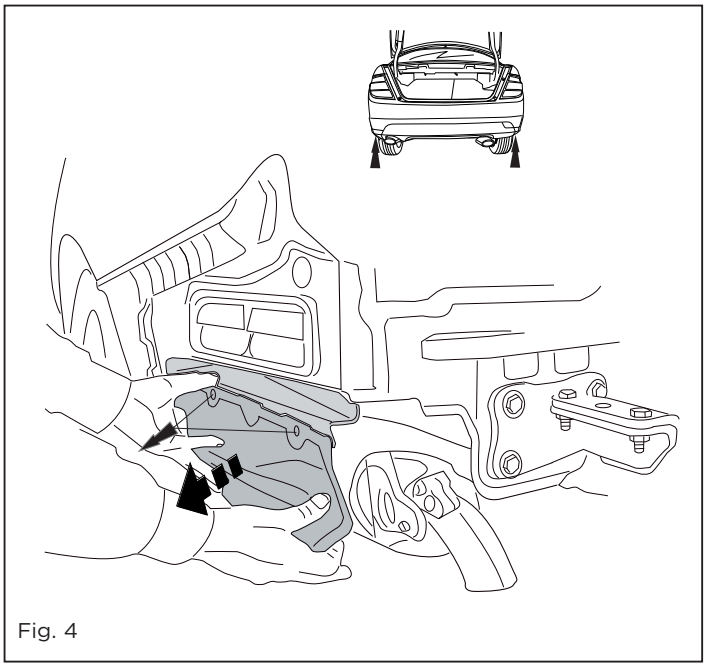

Fig. 4
3. Снять слева и справа теплозащитный экран. См. рисунок 4.